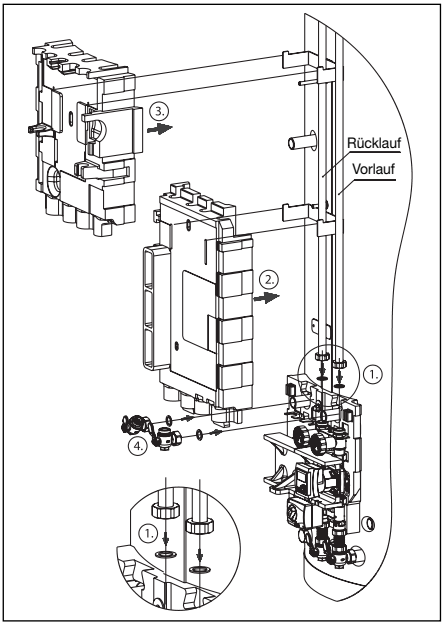

Abb. 11 Montage Wärmedämmungen
– Die Heizkreisgruppe über den Speicher hinaus verrohren (Abb. 11 Punkt 1), bzw. Anschlussset Art.-Nr. 1383580 und für den optionalen zweiten Heizkreis Art.-Nr. 1383581 nutzen.